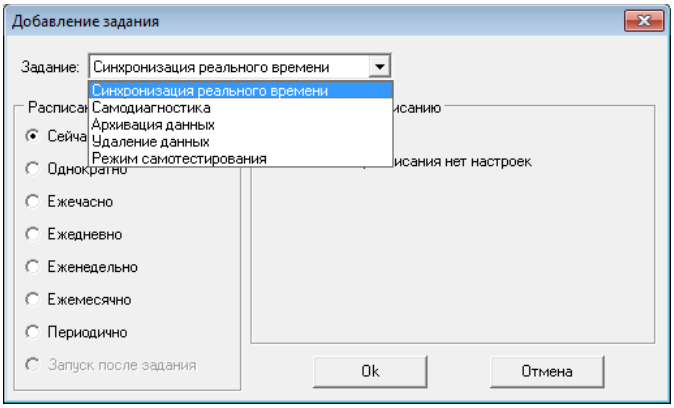

Рис. 141. Добавление задания
- режим самотестирования (рис. 141).